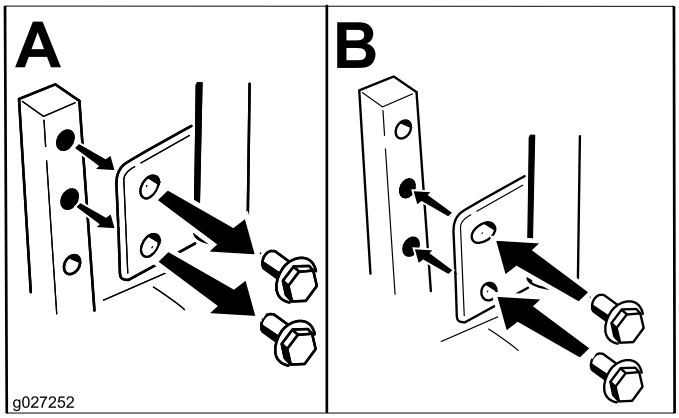

**Figur 20**
Bevegelseskontrollspakene kan justeres for å oppnå maksimal komfort for føreren (Figur 20).
2. Løsne den nedre bolten akkurat nok til å dreie kontrollspaken frem- eller bakover (Figur 20). Stram til begge boltene for å sikre kontrollen i den nye posisjonen.